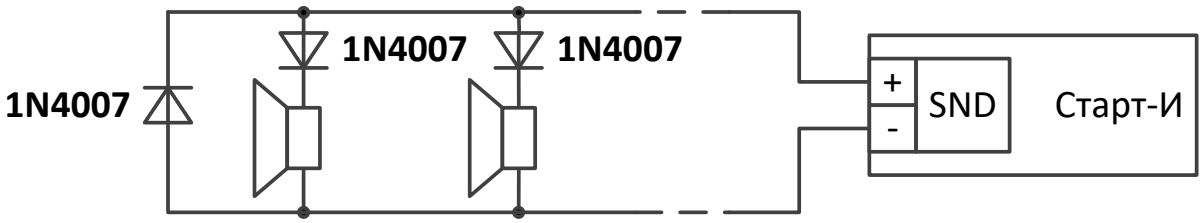

Рис. 23
- Схема подключения **звуковых оповещателей** представлена на рис. 23.